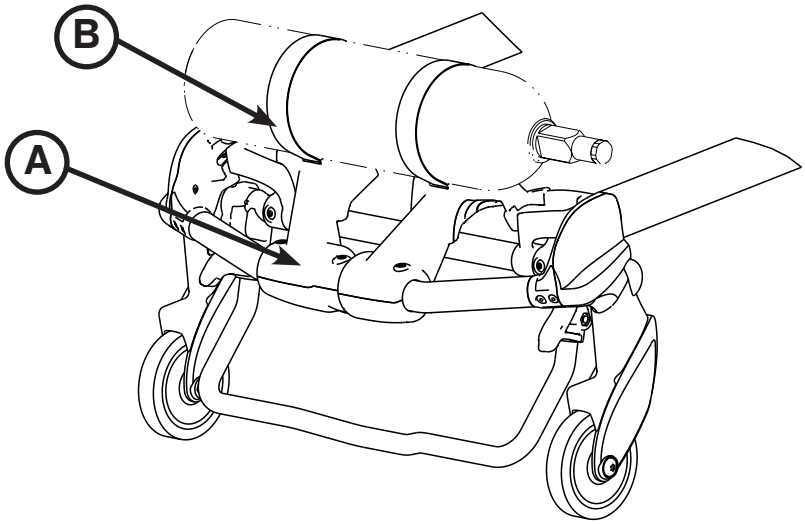

Abbildung 65
1. Die Sauerstoffflasche mittig auf die gewölbte Fläche von Teil (A) legen, wie in Abbildung 65 dargestellt.
2. Beide Gurte (B) um die Sauerstoffflasche festziehen.